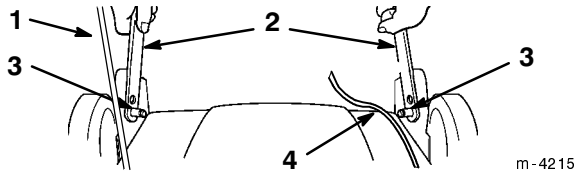

**Figure 2**
2. Lay the upper handle section on the ground behind the lawn mower with the handle label facing up and the control cables routed between the handle mounting brackets (Fig. 2).
1. Squeeze the lower handle section ends together, position the holes in the handles over the pins on the handle brackets, and release the handle (Fig. 2).